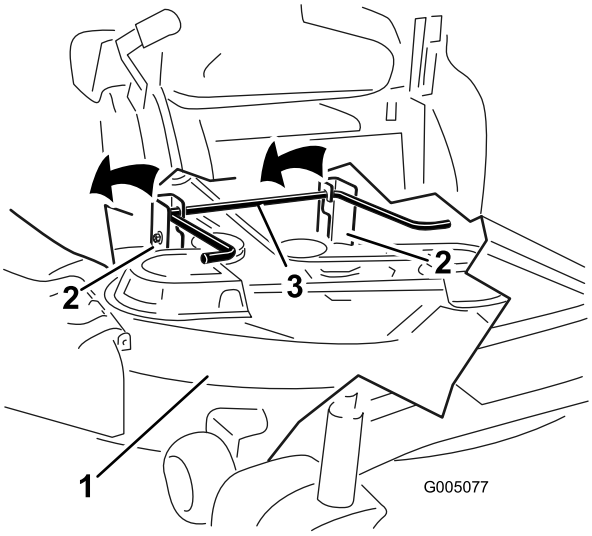

Figur 67
7. Løft plæneklipper og hængebeslag, så de er fri af den bageste løftestang, og sænk forsigtigt plæneklipperen ned på jorden (Figur 67).
5. Løft klippeskjoldets bagende, og før hængebeslagene over den bageste løftestang (Figur 67).